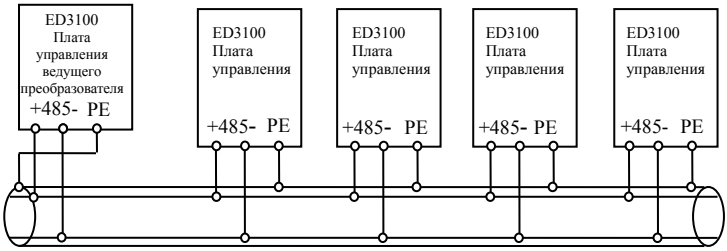

Рис. 3-13 Схема соединений, обеспечивающих связь нескольких преобразователей (все преобразователи и электродвигатели должны быть надежно заземлены)
(3) Как показано на рис. 3-12, с помощью интерфейса RS485 могут быть соединены вместе несколько преобразователей; управление ими осуществляется от программируемого логического контроллера (ПЛК) или машины более высокого уровня, используемой в качестве ведущего устройства. Кроме того, как показано на рис. 3-13, один из преобразователей также может использоваться в качестве ведущего устройства, а другие преобразователи используются при этом как ведомые устройства. При добавлении преобразователей связь может сильнее подвергаться воздействию помех; поэтому рекомендуется осуществлять подключение в соответствии с приведенной ниже схемой: